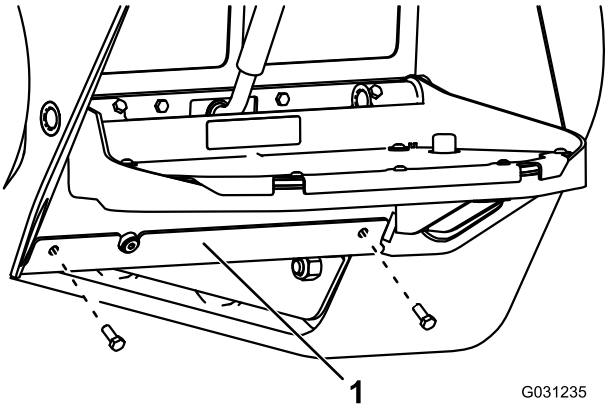

Figuur 67
4. Verwijder de 2 bouten waarmee de onderste plaat is bevestigd en verwijder de onderste plaat (Figuur 67).
8. Plaats de onderste plaat (Figuur 67).